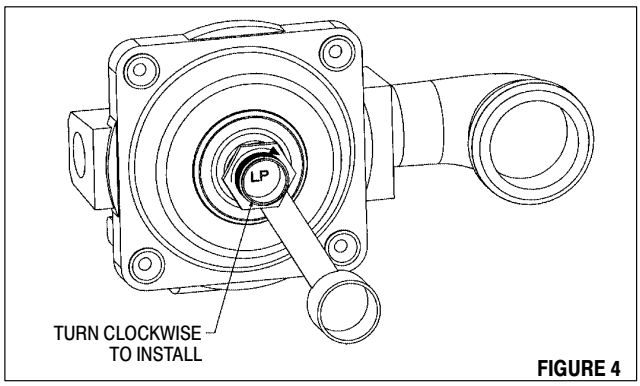

FIGURE 4
4. Screw the cap securely back into place in the neck of the pressure regulator. (The cap need not be wrench-tightened upon replacement. Firm finger tightening will secure the cap). Replace plastic cover over cap. See figure 4.